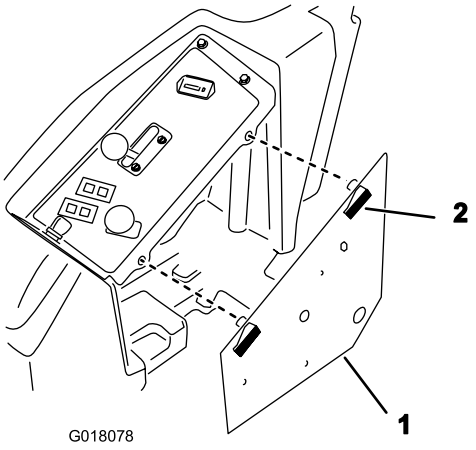

Figure 7
2. Unlatch the control-panel assembly and lay it aside (Figure 7).